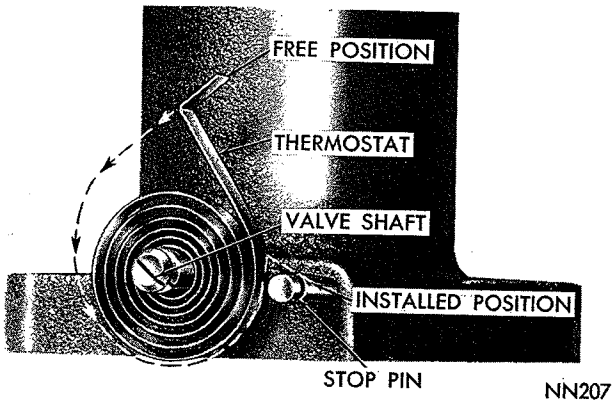
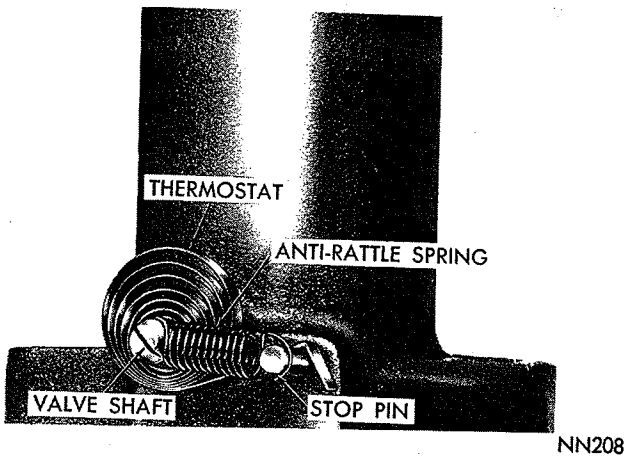

*Fig. 30—Installing Thermostat (361, 383 and 426 Cu. In. Engines)*
*Fig. 31—Thermostat Installed (361, 383 and 426 Cu. In. Engines)*
(1) Be sure shaft retainer is in place on inner end of valve shaft. Then, turn valve shaft in the extreme clockwise position.
(2) Install a new thermostat in slot in inner end of shaft (Fig. 30) with outer end in upper left hand position, as viewed from right hand side of engine. Press inner end of thermostat into shaft and seat firmly.
(3) Wrap outer end of thermostat clockwise, as viewed from right hand side of engine, and engage over stop pin.
(4) Install anti-rattle spring on end of stop pin and end of valve shaft. Make sure it does not interfere with thermostat (Fig. 31).